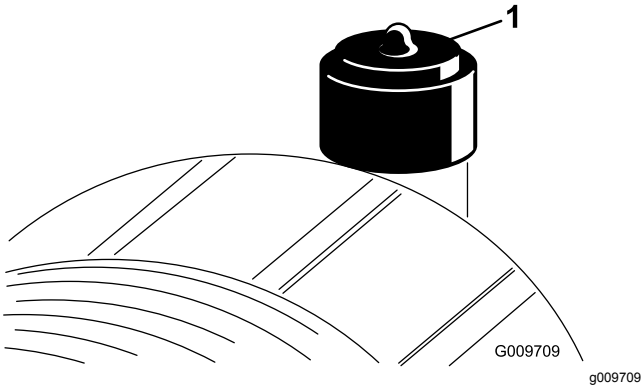

**Figur 42**
- Udskift luftfilterindsatsen, når advarselslampen for luftfilter (Figur 42) lyser rødt. Undgå overdreven rensning af luftfilterindsatsen.